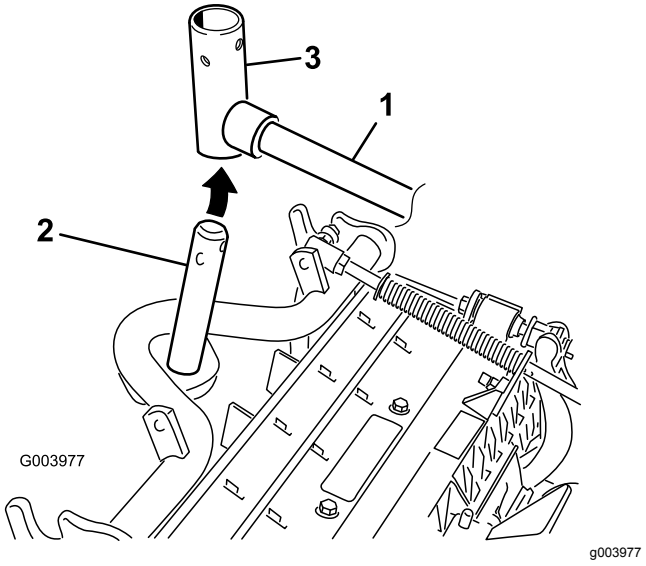

Figur 11
8. Hvad angår de forreste klippeenheder, skubbes en klippeenhed ind under løftearmen, mens bærerammeakslen sættes op i løftearmens drejegaffel (Figur 11).
B. Sæt løftearmsgaflen på bærerammens aksel (Figur 11).